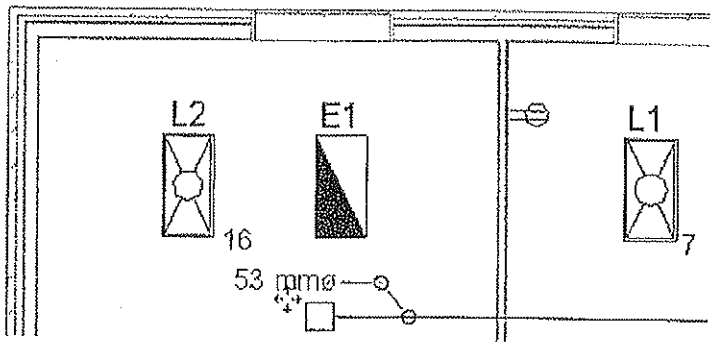

Figure 14–20
6. Click on the conduit to tag it and locate the leader as shown in Figure 14–20